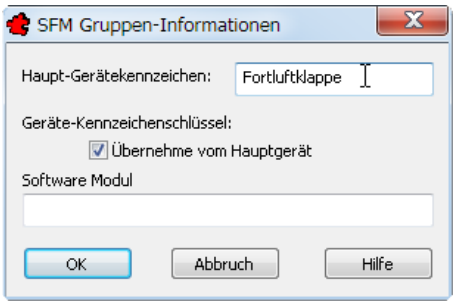

Bild 28.5 – Angabe der SFM-Gruppeninformation
- Nun erfolgt die Abfrage des Gruppennamens für diese SFM-Gruppe. Tragen Sie in das Editierfeld *Gerätekennzeichen* **Fortluftklappe** ein und bestätigen Sie. Damit wird die Fortluftklappe eingefügt (Abb. 28.5).